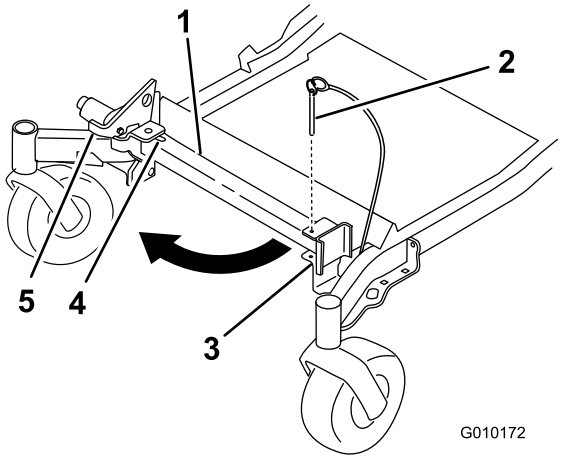
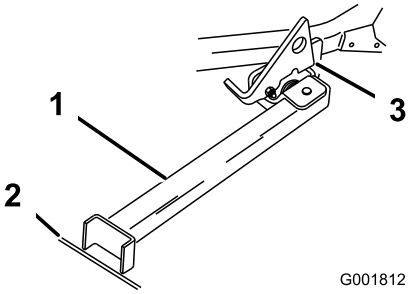

Figur 40
Figur 41
2. Ta bort fästpinnen (Figur 40).
3. Höj spärrhaken. För stativets fot utåt och skjut stativet mot maskinen, in i spårets botten (Figur 40 och Figur 41).
4. Sätt stativets fot på marken och låt spärrhaken vila på den vridbara fliken (Figur 41).
Obs: För bästa resultat ska du sätta stativfoten i fåror på underlaget eller sticka ned den i gräsmattan (Figur 41).
6. Kör upp på stativet. Stanna när spärrhaken faller ned över fliken i det låsta läget (Figur 41). När maskinen står på stativet lägger du i parkeringsbromsen och stänger av motorn.
5. Återställ stativet till viloläget (Figur 40).